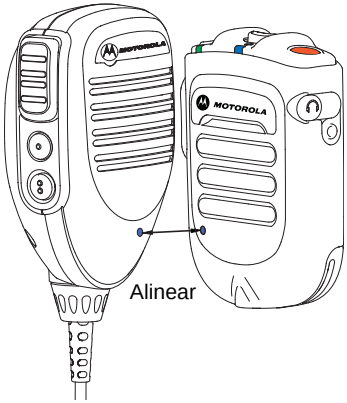

Figura 2.10: Emparejamiento de su WRSM
2. Coloque el punto azul (punto de conexión segura) en el WRSM a 2,5 centímetros (una pulgada) de distancia del punto azul (punto de conexión segura) del gateway del micrófono móvil. Consulte la Figura 2.10.